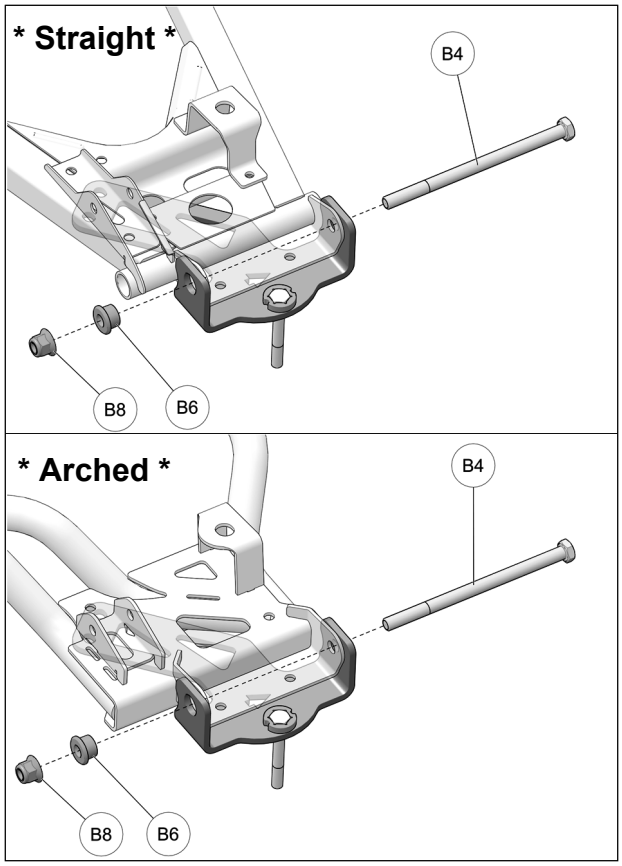

Fig. 7
7. Align anchor bracket holes with suspension arm holes. Install flange bushing (**B6**) in bracket and suspension arm. Slide the new M12x190 mm assembly bolt (**B4**) through anchor bracket, suspension arm, wheel hub, and flange bushing. Thread M12 nut (**B8**) on bolt but do not tighten immediately. See Fig. 7
7. Using the provided M12 lug nuts (**D**), secure undercarriages to the front wheel hubs. The procedure and precautions are the same as for rear units. Refer to Fig. 7